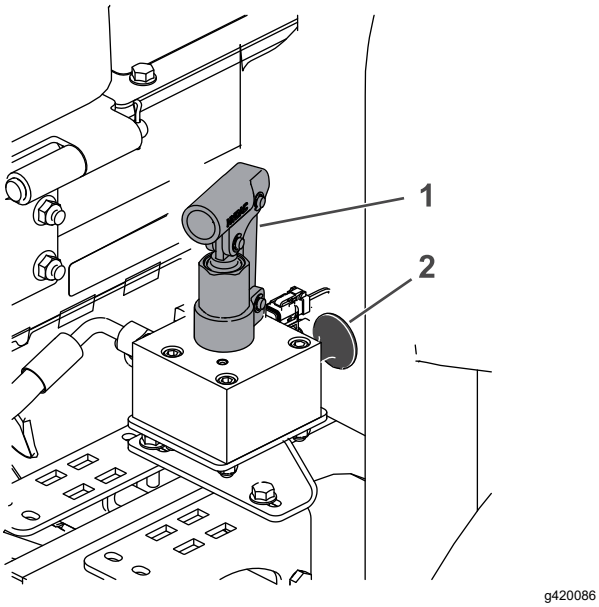

**Figuur 63**
4. Zoek het verdeelstuk voor de remontgrendeling in de buurt van het rechter voorwiel en achter de hydraulische tank (Figuur 63).